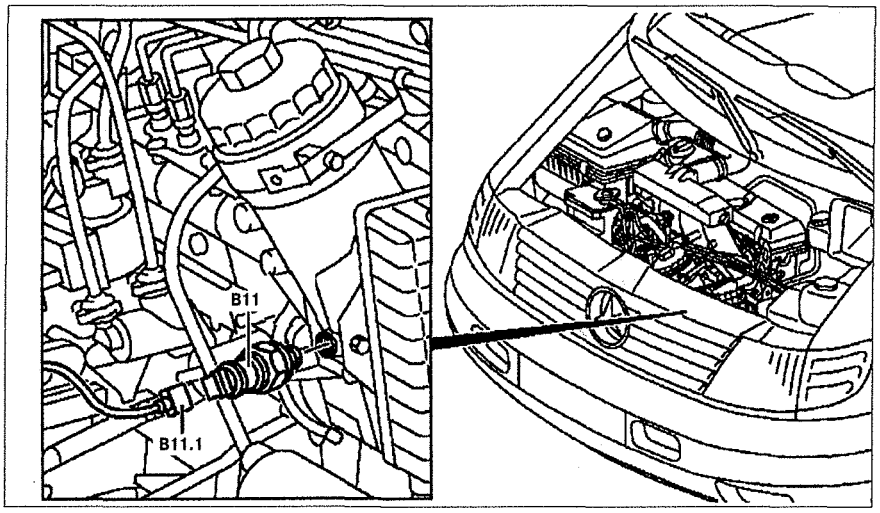

Рис. 4.46. Датчик давления масла:
2. Отсоедините разъем проводки **B11.1** от датчика давления масла (см.рис.4.46).